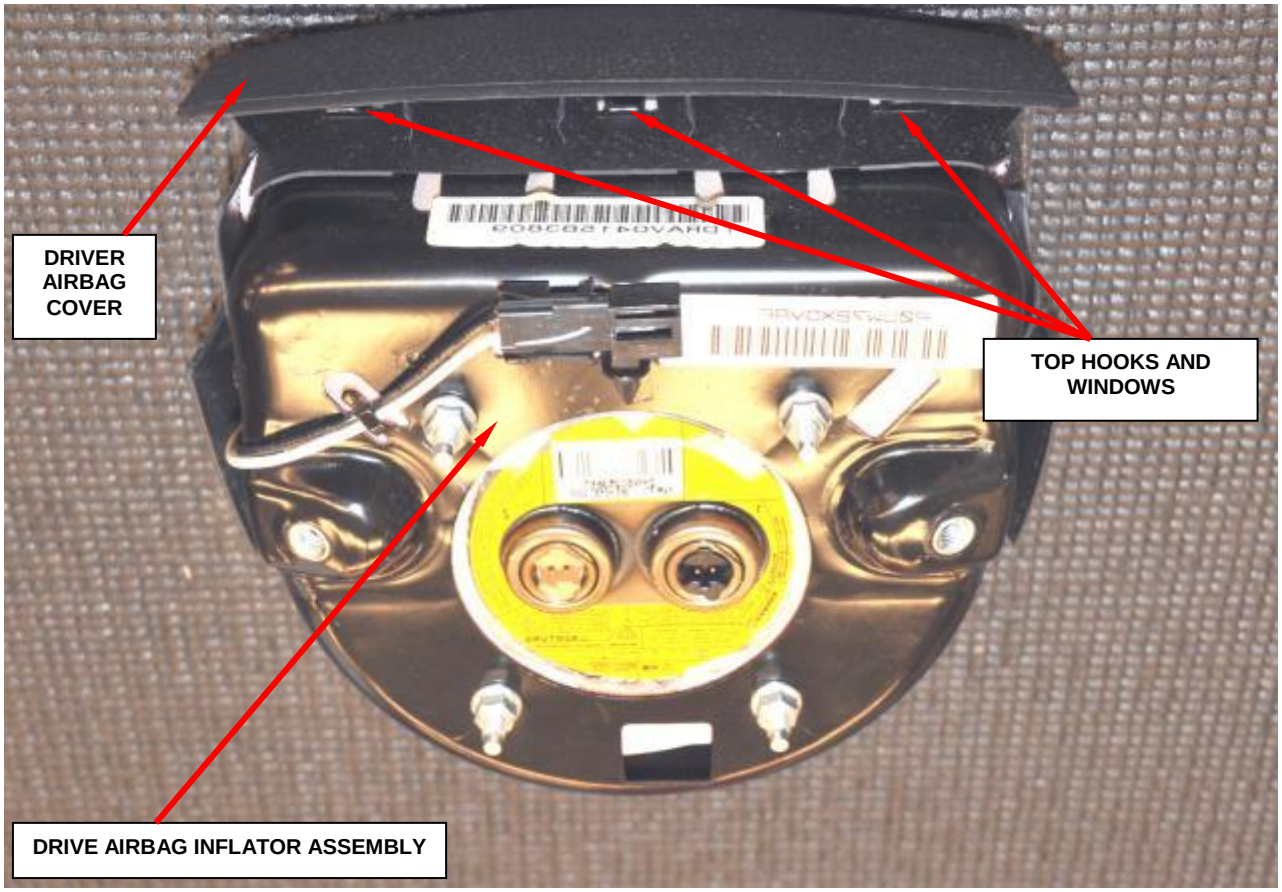

Figure 68 – Driver Airbag Inflator Assembly to Cover
17. Install the new inflator assembly to the original driver airbag cover by first inserting the top hooks into the windows (Figure 68).